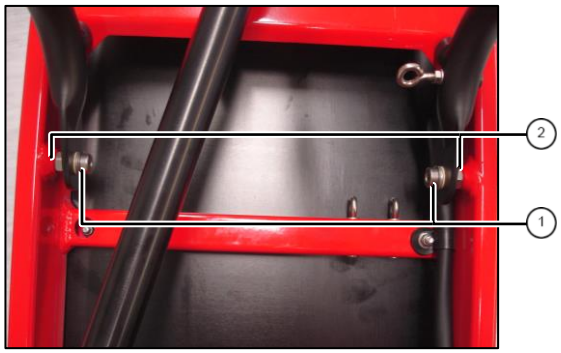

Abb. 4: Ständer montieren
1. Schrauben ① in Rahmen eindrehen und mit Muttern ② gegen den Rahmen kontern (Abb. 4).